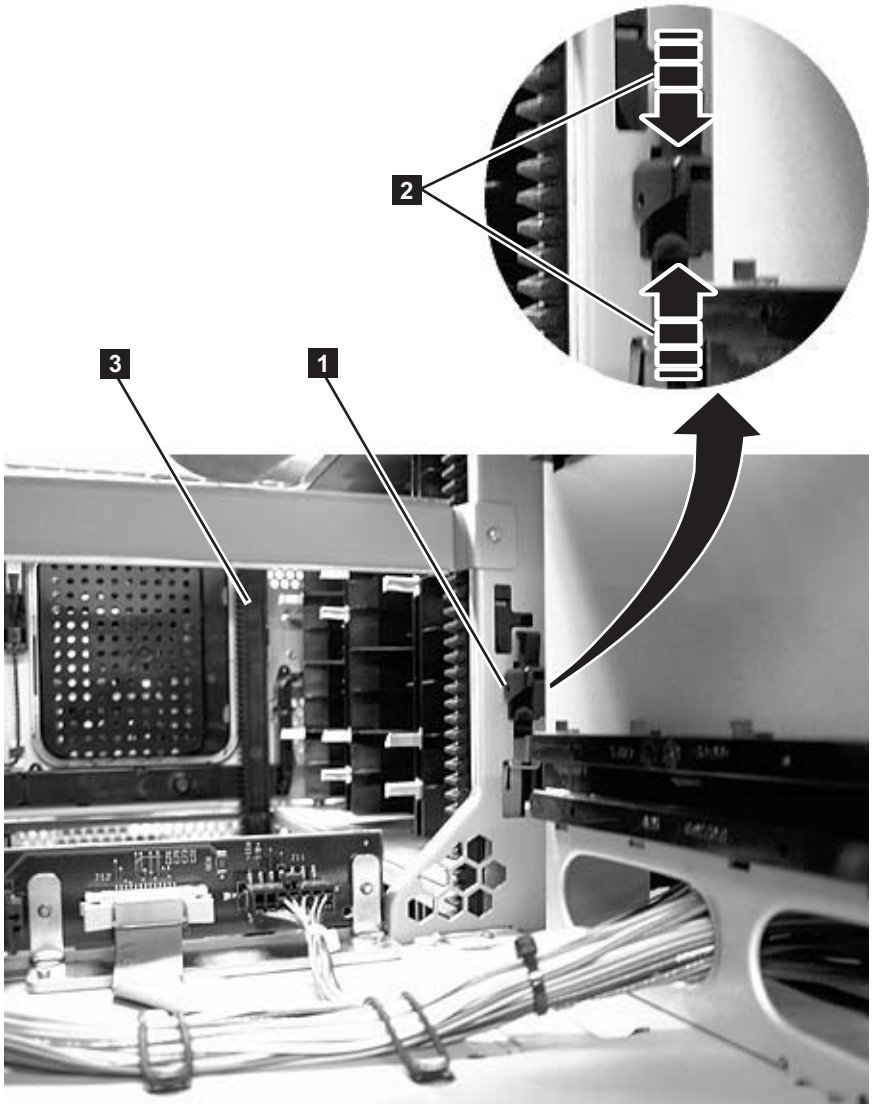

Figure 7-134. Removing a gear rack
4. Slightly push up and pinch the gear rack locking mechanism (1 in Figure 7-134) to unlock the gear rack. The gear rack is spring-loaded against the tab and will be removed through the bottom of the module.
5. While pinching the gear rack locking mechanism (2 in Figure 7-134), push the gear rack down then release your hold on the locking mechanism.